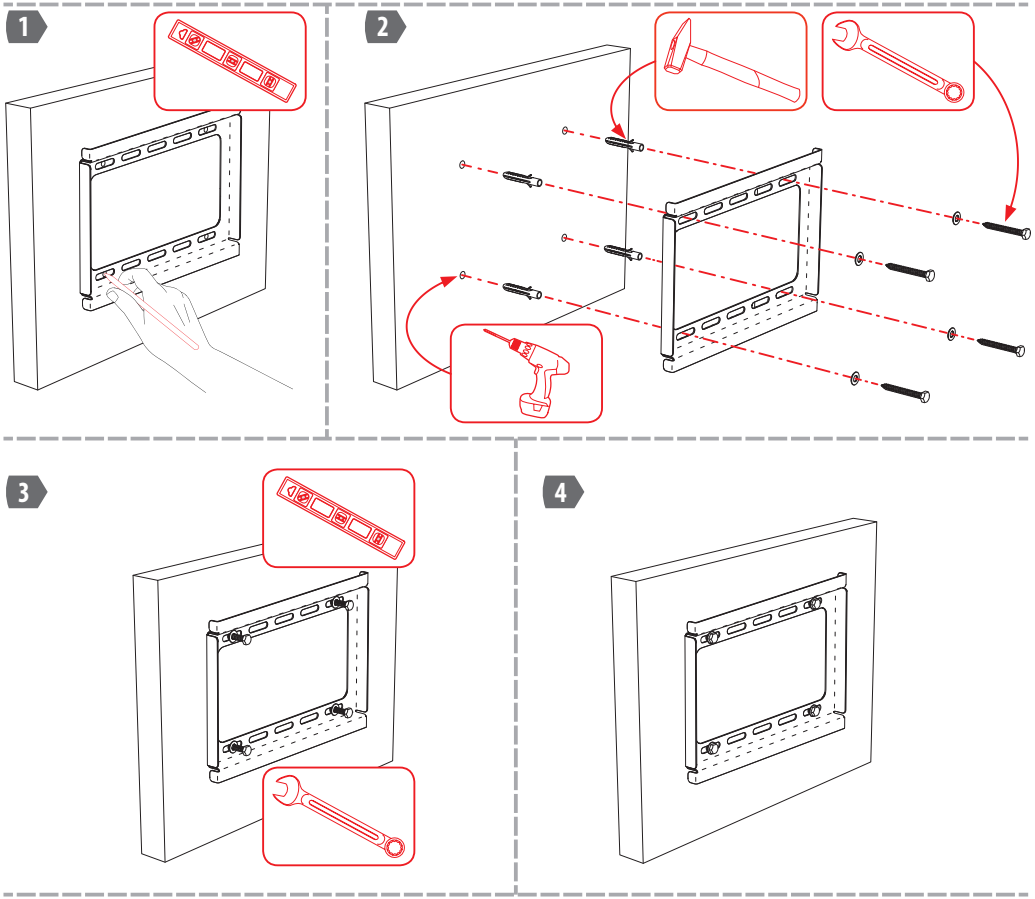

Рисунок 1. Установка несущей панели на стену (показан вариант монтажа на бетонную или кирпичную стены).
4.1 Приложите плоскую несущую панель в качестве шаблона к стене и разметьте места сверления (см. рис.1). Следите за тем, чтобы панель располагалась строго горизонтально — используйте уровень.